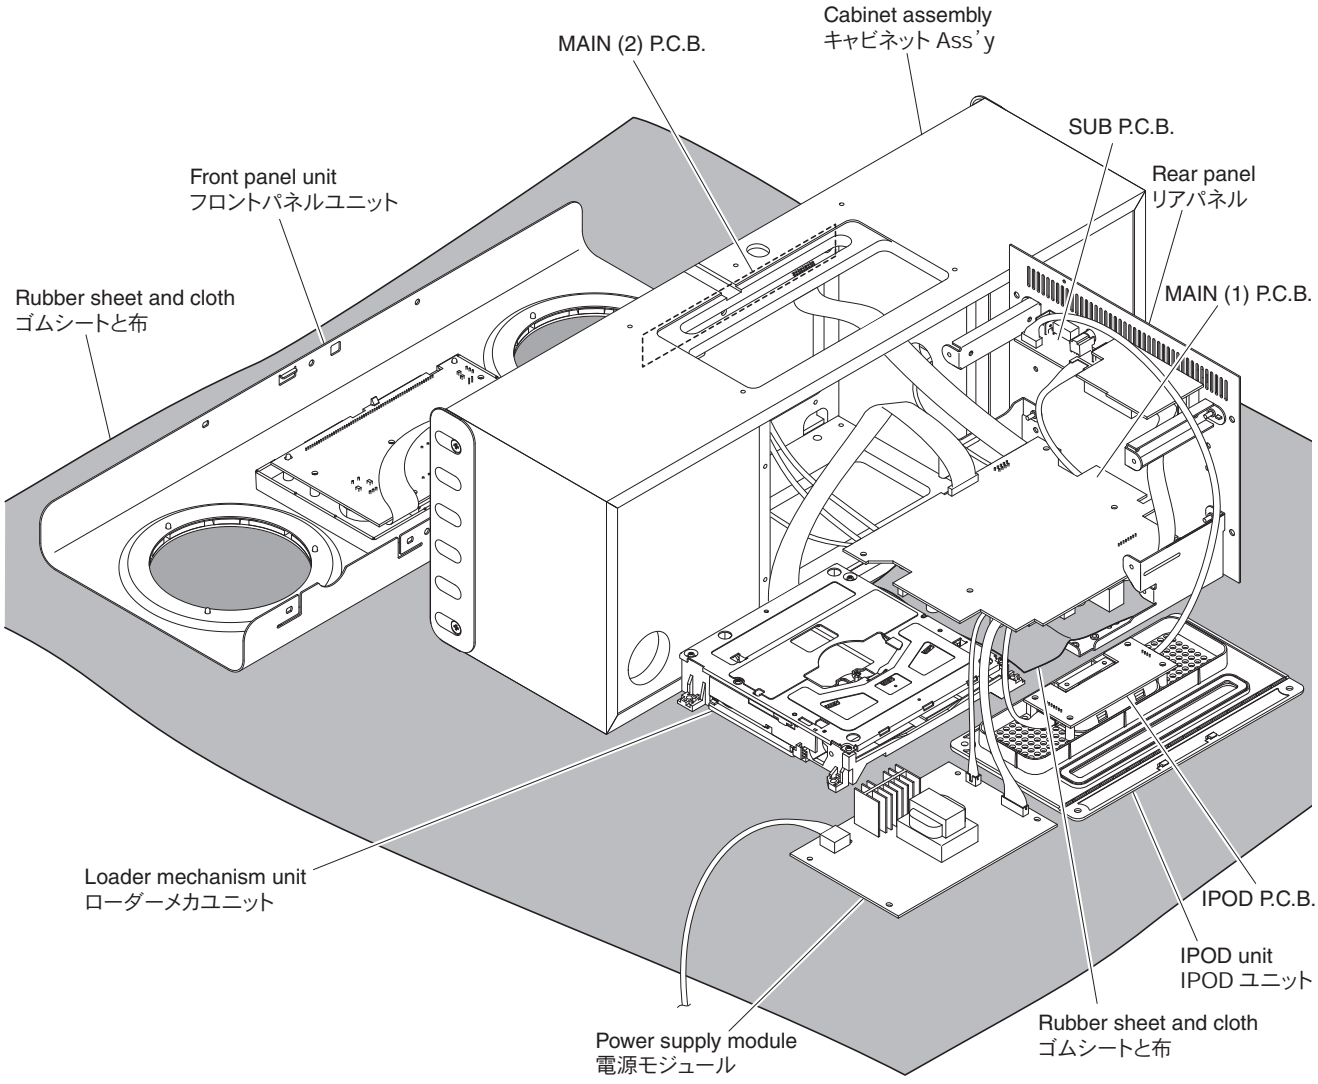

Fig. 4
- Spread the rubber sheet and the cloth. Then place P.C.B.s on the cloth and check it. (Fig. 4)
- ゴムシートと布を敷き、その上に P.C.B. を置いてチェックします。（Fig. 4）